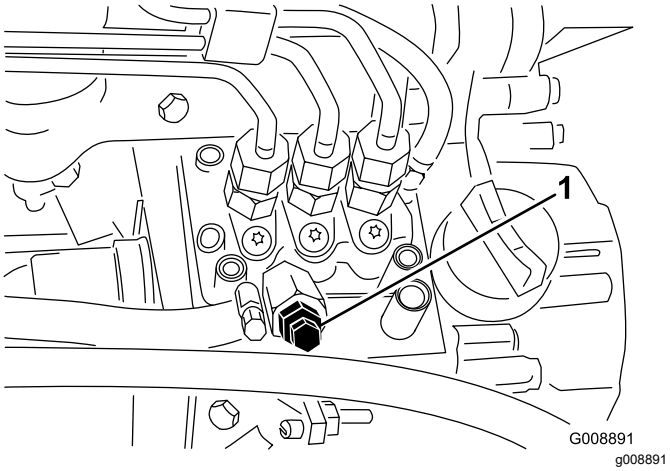

Figur 34
4. Öppna avluftarskruven på bränsleinsprutningspumpen (Figur 34).